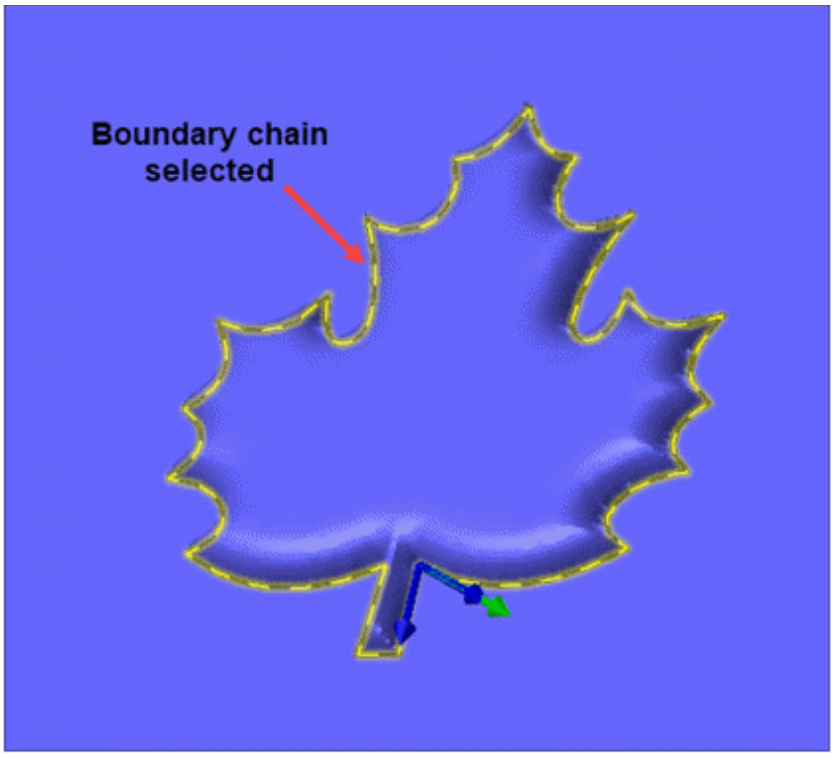

Figure-35. Boundary chain selected for smoothening
- Select desired boundary curves forming closed loop chain around the surface feature to be smoothened; refer to Figure-35 and click on the **OK** button. The **Smooth** dialog box will be displayed.